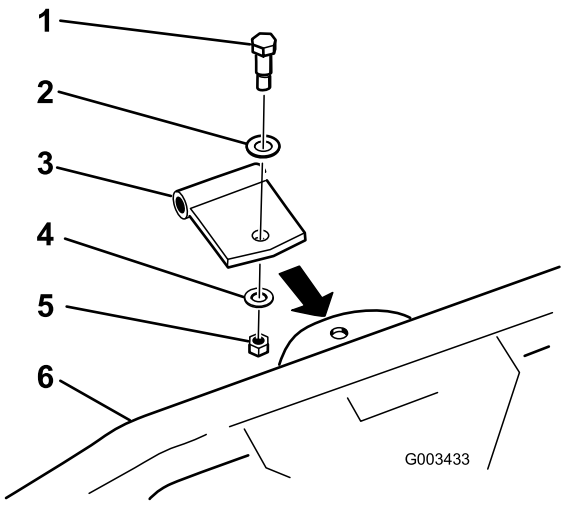

Figur 13
2. Sätt fast det raka tappfästet på fjäderräfsan med hjälp av en ansatsbult, bricka (0,531 x 1,063), bricka (0,469 x 0,922) och låsmutter (7/16 tum) i enlighet med Figur 13.